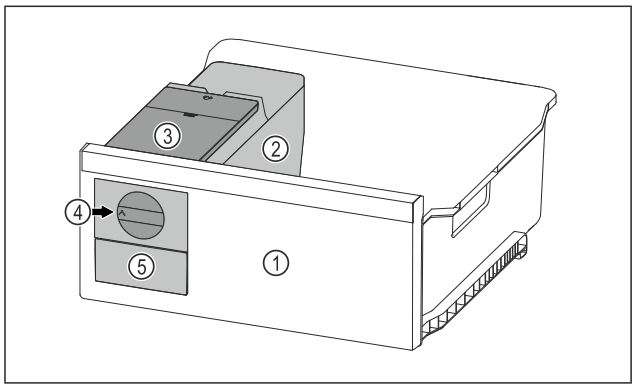

Fig. 102 Example illustration
▶ Turn the rotary knob *Fig. 102 (4)* clockwise as far as it will go.
▷ Ice cubes fall from the ice cube tray into the ice cube drawer *Fig. 102 (5)*.